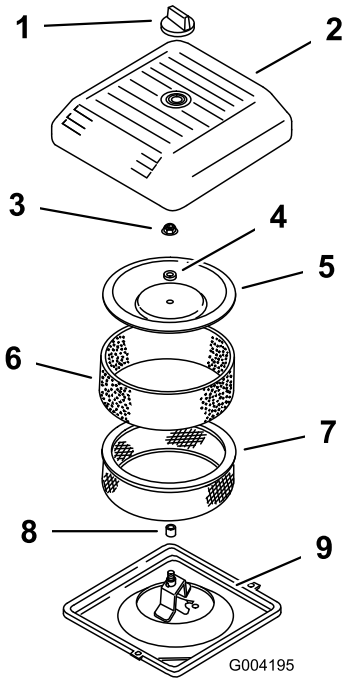

Figur 17
2. Skru løs knotten og ta luftrenserdekselet (Figur 17).
3. Skyv skumforfilteret forsiktig av papirelementet (Figur 17).
4. Skru opp dekselmutterne og fjern dekselet, avstandsstykket og papirelementet (Figur 17).
2. Plassert luftrenseren på luftrenserbasen (Figur 17).
3. Installer dekselet, avstandsstykket og fest det med dekselmutteren (Figur 17). Stram mutteren med et moment på 11 Nm.
4. Sett luftrenserdekslet på igjen, og fest med knotten (Figur 17).